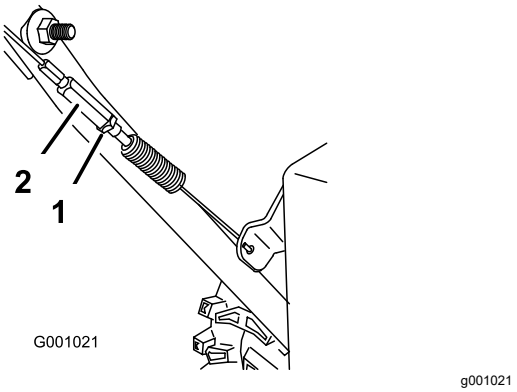

Rysunek 24
3. Dokręć przeciwnakrętkę (Rysunek 24).